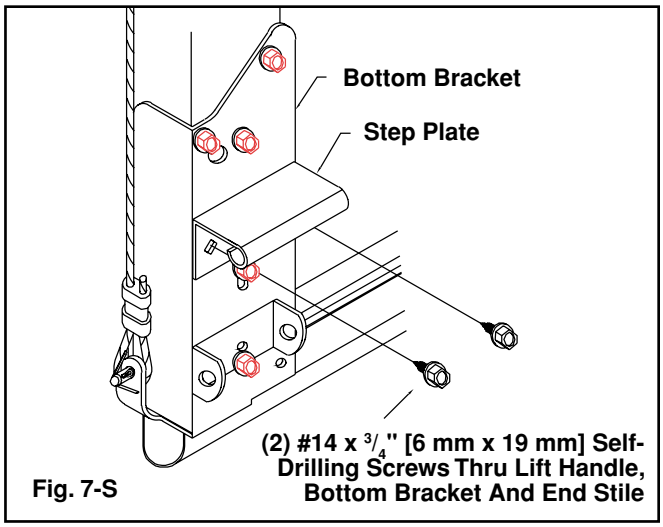
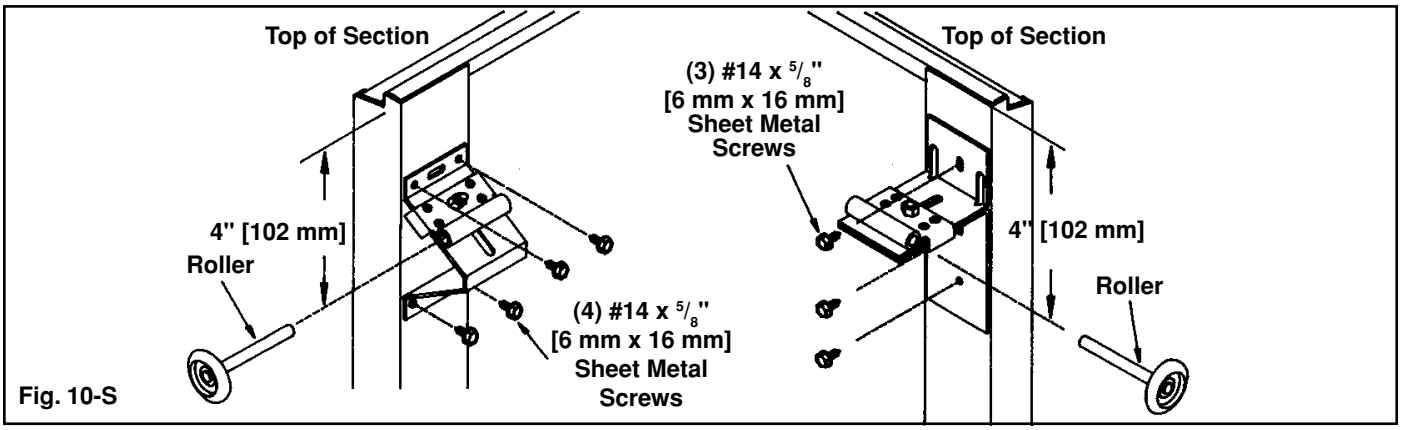

Fig. 7-S
Fig. 10-S
Locate the step plate on the upper portion of either bottom bracket and attach with (2) #14 x $^{3}/_{4}$" [6 mm x 19 mm] self-drilling screws. (FIG. 7-S) Mount the rolled grip lift handle in line above the step plate using (2) #14 x $^{3}/_{4}$" [6 mm x 19 mm] self-drilling screws. Orient the handle vertically on the end stile.
Step 7: Top Section. Place top brackets over pre-punched holes so they are flush with edge of section. Center of roller carrier will be about 4" [102 mm] down from top of section. Using four #14 x $^5/_8$" [6 mm x 16 mm] hex head sheet metal screws per top bracket, attach top brackets to section. (FIG. 10-S) (Low headroom doors $^3/_4$" [19 mm] refer to Figure 7-T, page 23.)